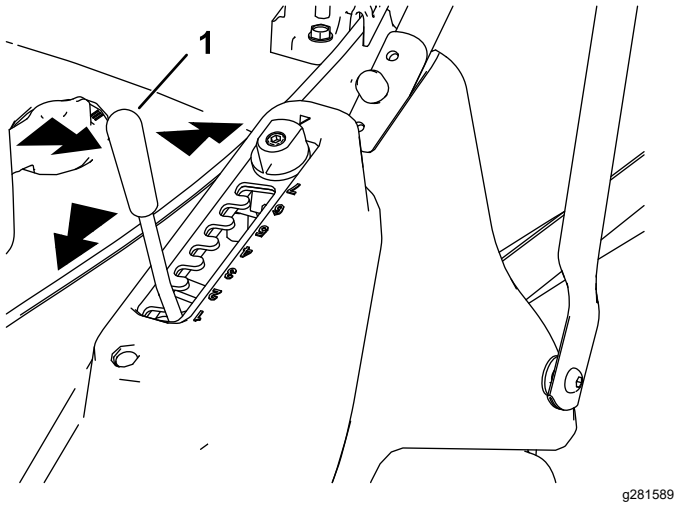

Figur 12
1. Greppa klipphöjdsreglaget och dra det i sidled så att det lossnar från skåran (Figur 12).
2. Tryck spaken framåt för att sänka klipphöjden eller dra den bakåt för att höja den (Figur 12).
3. Släpp reglaget i önskat läge och kontrollera att det sitter ordentligt i en av de sju skårorna (Figur 12).